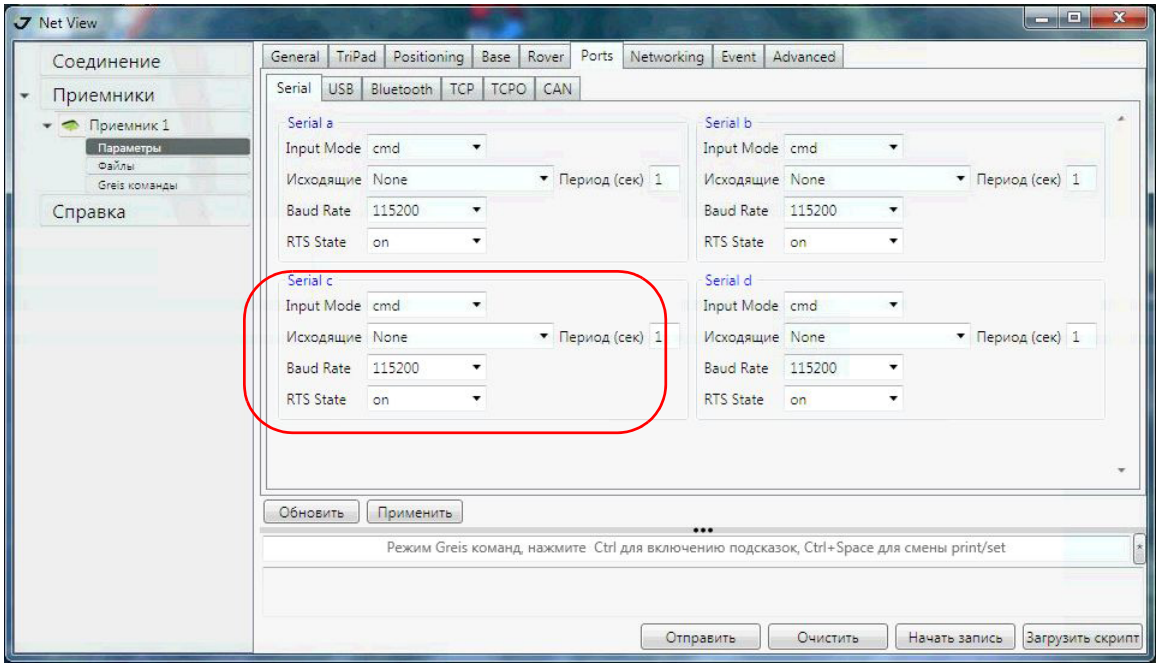

Рисунок 32. Настройки базы и ровера для RTK съемки – Ports
8. Для съемки в режиме RTK перейдите в закладку *Ports* произведите настройки следующих параметров (Таблица 19), затем нажмите *Применить* (Рис. 32 на стр. 50).